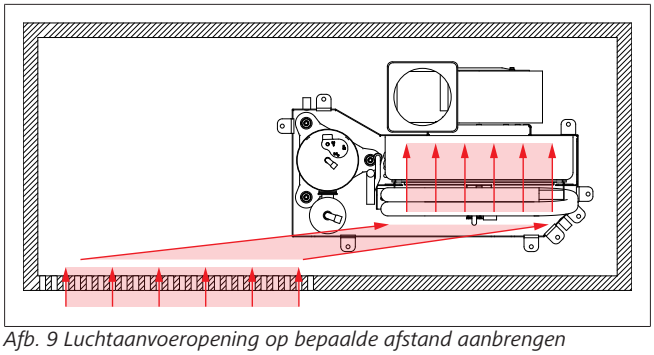

Afb. 9 Luchtaanvoeropening op bepaalde afstand aanbrengen
- ▶ De luchtaanvoeropening moet verplaatst worden aangebracht, om ervoor te zorgen dat de instromende lucht niet direct in de inlaat van de verdamper stroomt. Op deze manier kunnen de aanzuiggeluiden van de ventilator aanzienlijk verminderd worden (zie Afb. 9).